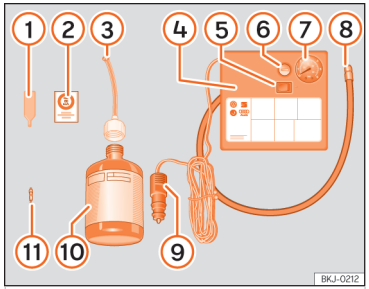

Abb. 200 Prinzipdarstellung: Bestandteile des Pannensets.
Das Pannenset befindet sich im Gepäckraum unter dem Bodenbelag. Es besteht aus folgenden Bestandteilen ››› (Abb. 200):
- Ventilkappe und Ventileinsatz vom Reifenventil abschrauben. Verwenden Sie den Ventileinsatzdreher ››› (Abb. 200) ① zum Herausschrauben des Ventileinsatzes. Legen Sie den Ventileinsatz auf einem sauberen Untergrund ab.
- Reifenfüllflasche kräftig schütteln ››› (Abb. 200) ⑩.
- Einfüllschlauch ››› (Abb. 200) ③ auf die Reifenfüllflasche schrauben. Die Folie am Verschluss wird automatisch durchstoßen.
- Verschlussstopfen vom Einfüllschlauch ››› (Abb. 200) ③ entfernen und das offene Schlauchende auf das Reifenventil schrauben.
- Ventileinsatz mit dem Ventileinsatzdreher ››› (Abb. 200) ① wieder in das Reifenventil schrauben.
- Reifenfüllschlauch ››› (Abb. 200) ⑧ des Luftkompressors fest auf das Reifenventil schrauben.
- Prüfen, ob die Luftablassschraube ››› (Abb. 200) ⑥ zugedreht ist.
- Kabelstecker ››› (Abb. 200) ⑨ in eine 12-Volt-Steckdose des Fahrzeugs stecken ››› S. 193.
- Luftkompressor mit dem EIN-/AUS-Schalter ››› (Abb. 200) ⑤ einschalten.
- Kleben Sie den Aufkleber ››› (Abb. 200) ② im Sichtfeld des Fahrers auf das Kombi-Instrument.
Schließen Sie den Reifenfüllschlauch ››› (Abb. 200) ⑧ wieder an und lesen Sie den Reifenfülldruck an der Reifenfülldruckanzeige ⑦ ab.